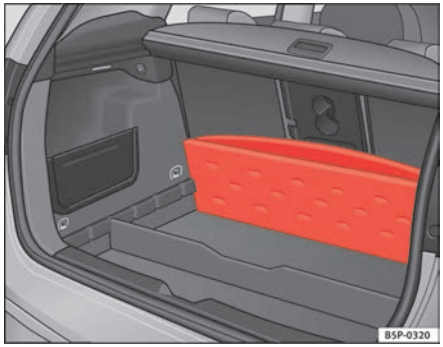

**Fig. 106 Variable floor boot stowage compartment**
– Lift the luggage compartment floor and fold it back all the way ⇒ fig. 106.